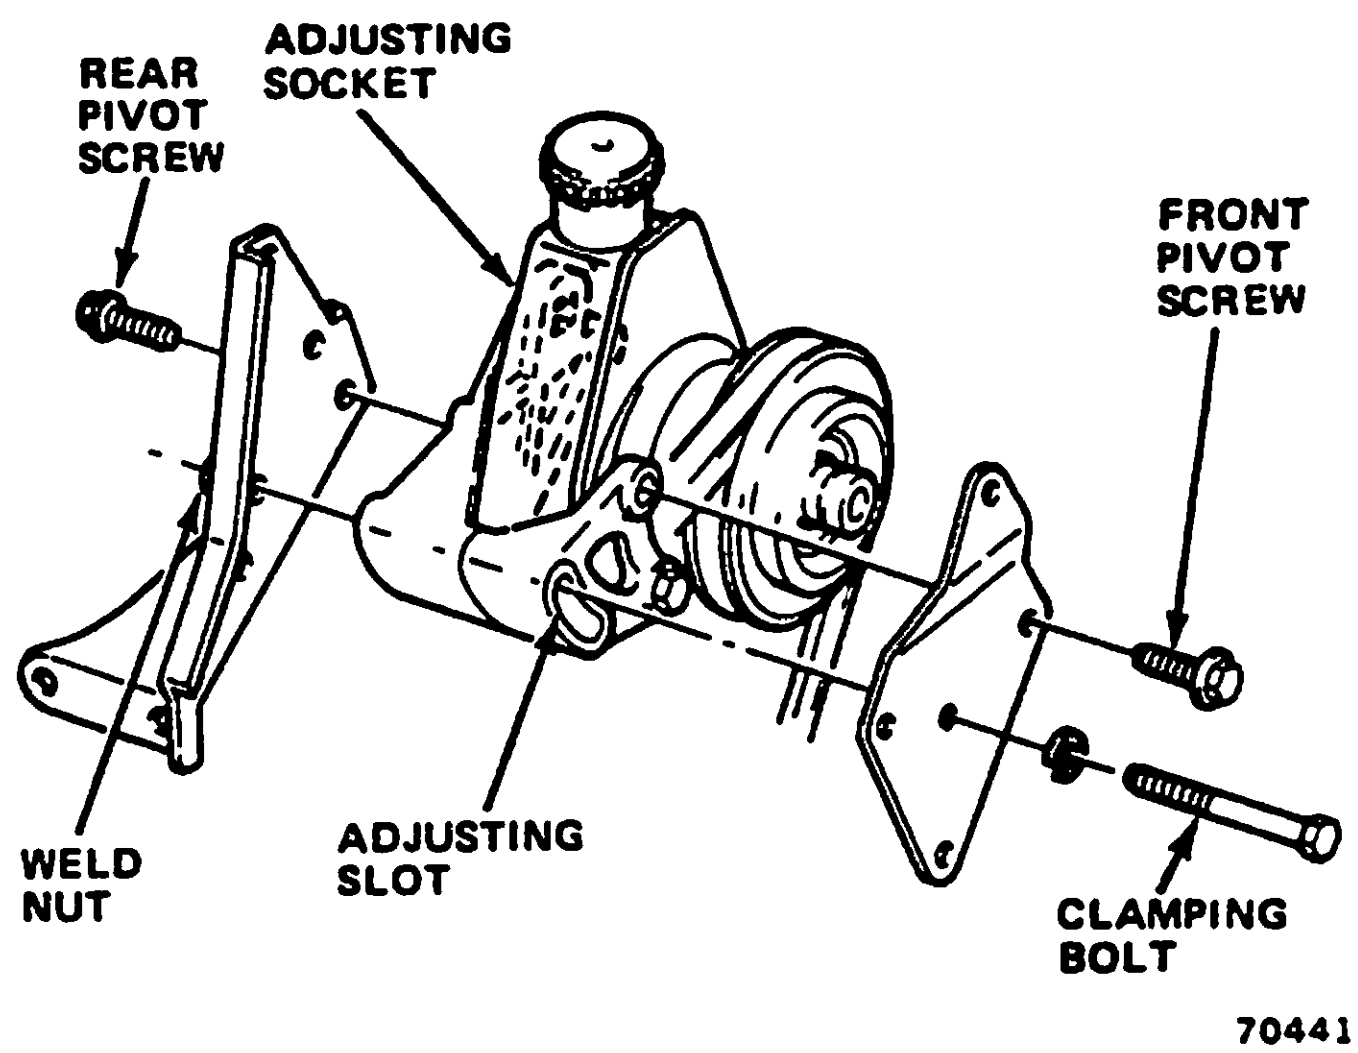

Fig. 1C-22 Six-Cylinder Engine Power Steering Pump Drive Belt Adjustment
(1) Position Tension Gauge J-23600 on lower section of belt midway between power steering pump pulley and crankshaft pulley. Test belt tension according to manufacturer's instuctions.
(2) Adjust belt tension to specification if less than 90 pounds-force (400 N).
(3) Adjustment (figs. 1C-22 and 1C-23).